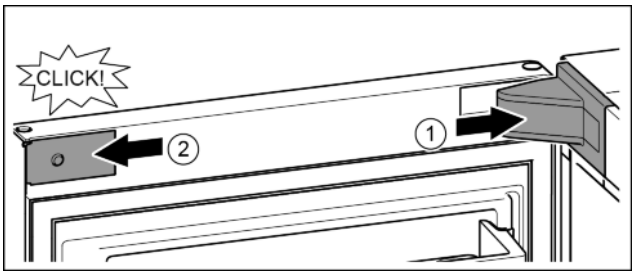

Fig. 20
- ▶ Position the bearing bracket and engage. If necessary push apart carefully. *Fig. 20 (1)*
- ▶ Position the panel on the side and click into place. *Fig. 20 (2)*